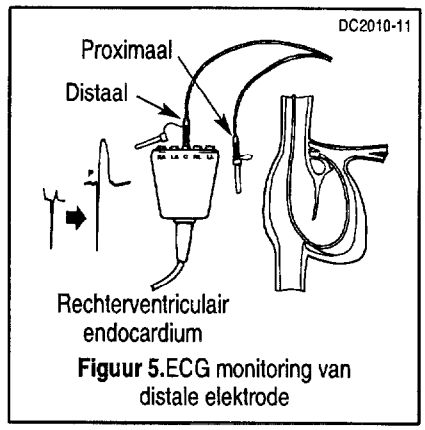

Figuur 5. ECG monitoring van distale elektrode
6. Verbind de distale elektrode met een V-afleiding van een behoorlijk geïsoleerd apparaat voor elektrocardiografie (Figuur 5). Onder continue ECG-monitoring de sonde verschillende cm doorschuiven tot de verhoging van het ST-segment op het ECG wijst op contact met het endocardium.